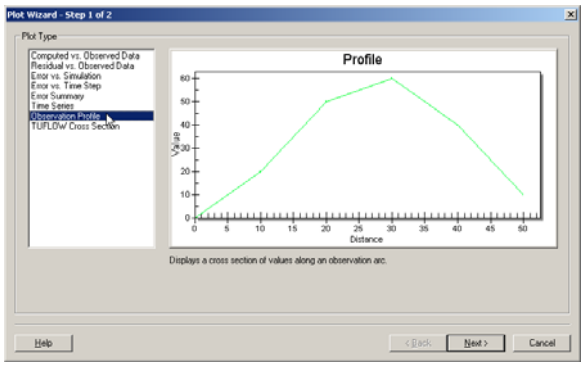

Figure 64. Plot Wizard Step 1.
1. Click *Display*, *Plot Wizard*, and click Observation Profile (which should have the display in Figure 64 and *Next* should be available if the arcs were generated in the *Observation Type Coverage* in the above *Create an Arc* section), click *Next*,